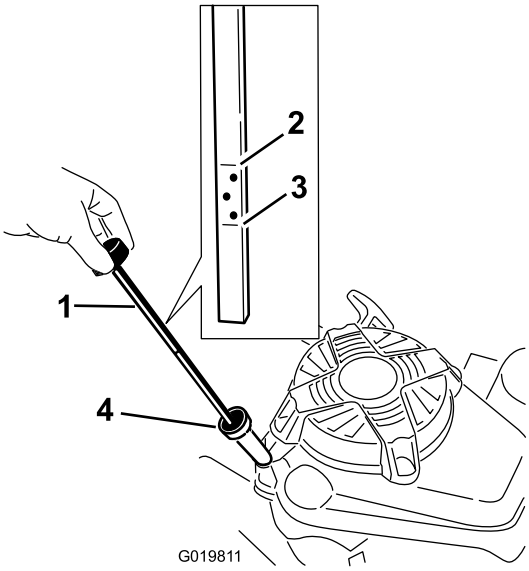

Figur 14
Hver gang du bruker oppmerkingsmaskinen, påse at oljenivået er mellom Add og Full på peilestaven (Figur 14).
2. Rengjør rundt peilestaven (Figur 14).
6. Les av oljenivået på peilestaven (Figur 14).